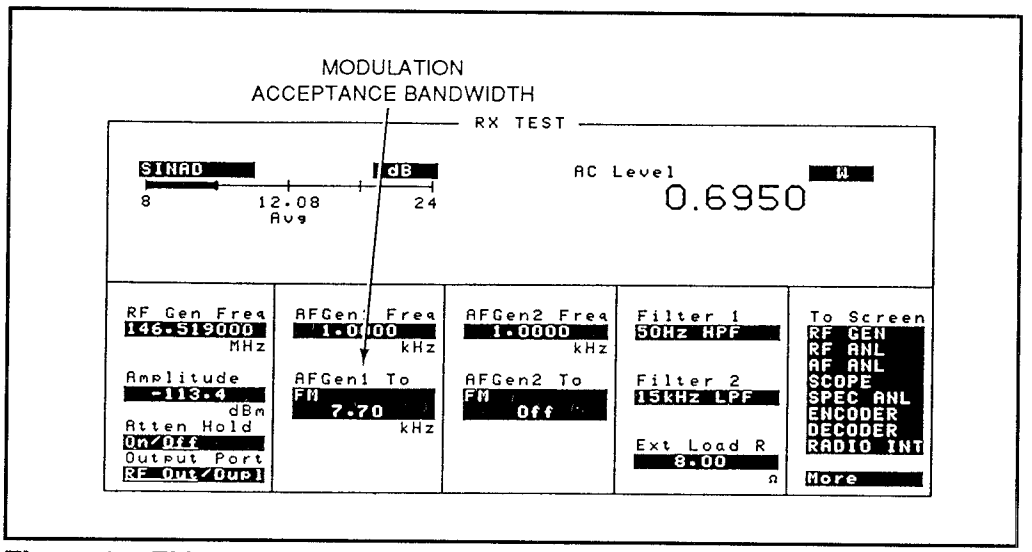

Figure 17: FM modulation acceptance bandwidth measurement
10. Modulation acceptance bandwidth is displayed as **AF Gen1 To** deviation as shown in Figure 17.